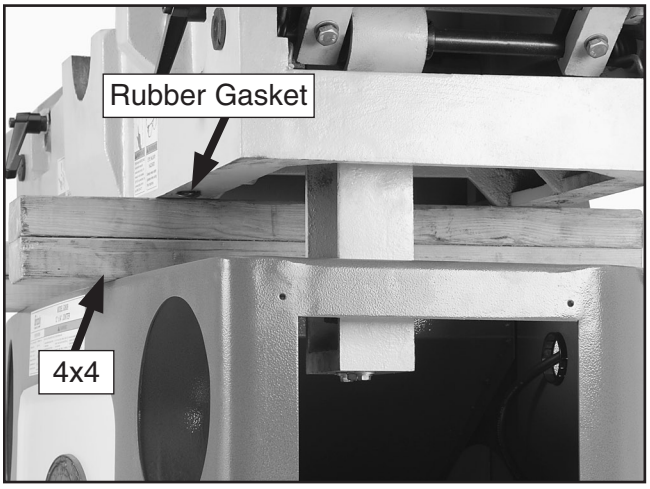

Figure 7. 4x4 placed between cabinet and bed on infeed side of jointer.
15. While two assistants lift the infeed table, place a 24" long 4x4 board (or two 2x4s nailed together) between the cabinet and bed, as shown in **Figure 7**.
Note: *Be careful not to knock off the rubber gaskets (**Figure 7**) located on the bottom of the base. If you accidentally knock the gaskets loose, place them in a safe location for later reinstallation.*